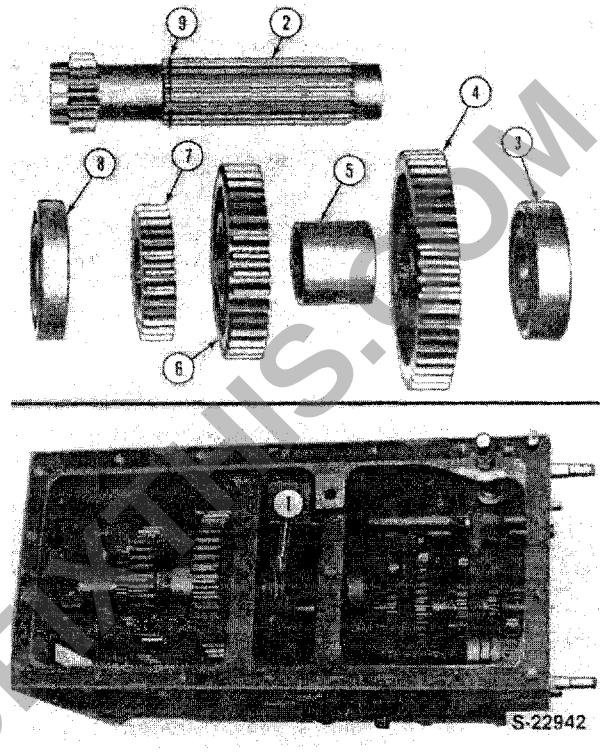

Figure 128
Reference — Figure 128
1. Install the countershaft, gears and bearings as shown, Figure 128.